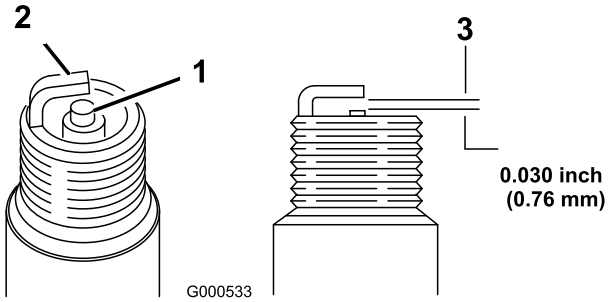

Figur 23
5. Juster åpningen på tennpluggen til 0,76 mm (Figur 23).